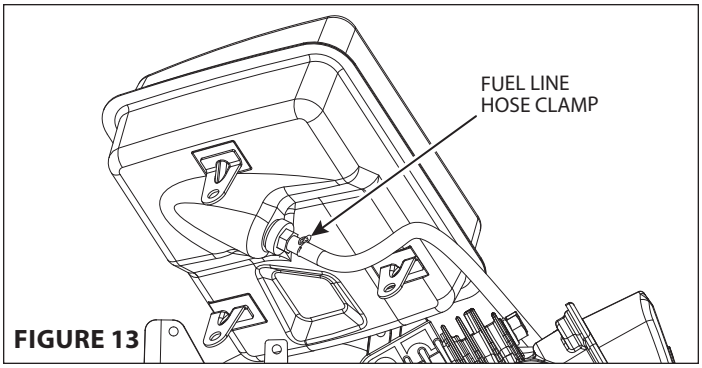

**FIGURE 13**
5. Gently lift tank off of the engine and disconnect the hose clamp. **SEE FIGURES 13 and 14**